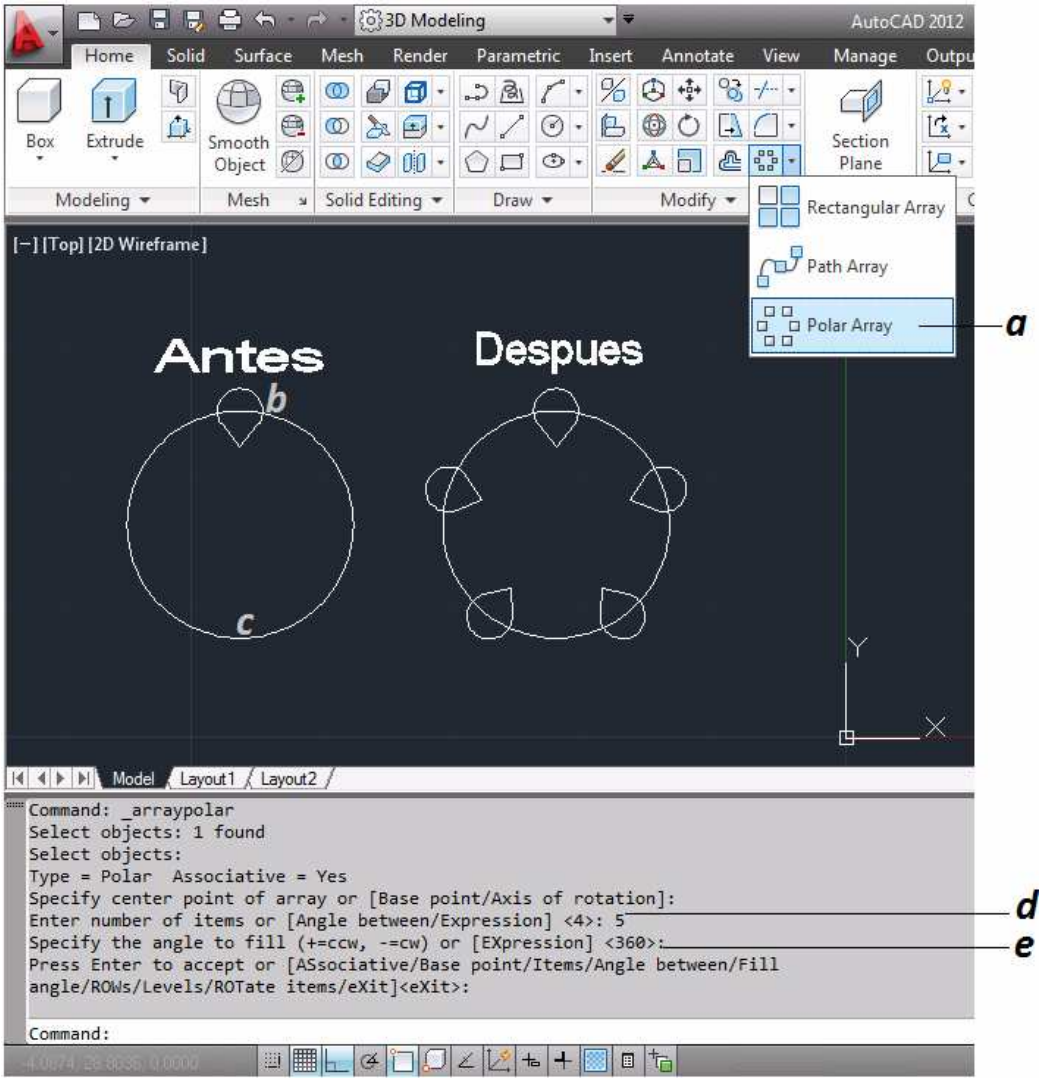

Figura 3.34 Modificacion de Entidades "Matriz Polar"
a. Se selecciona el icono Matriz Polar (Polar Array) *(figura 3.34)*.
b. Se selecciona la entidad que se copiara y enter *(figura 3.34)*.
c. Se selecciona el círculo para que el programa encuentre el centro *(figura 3.34)*.
d. Se introduce 5 que será el número de lados y enter *(figura 3.34)*.
e. Se introduce 360 para indicar que se copiaran a lo largo de la circunferencia y enter *(figura 3.34)*.